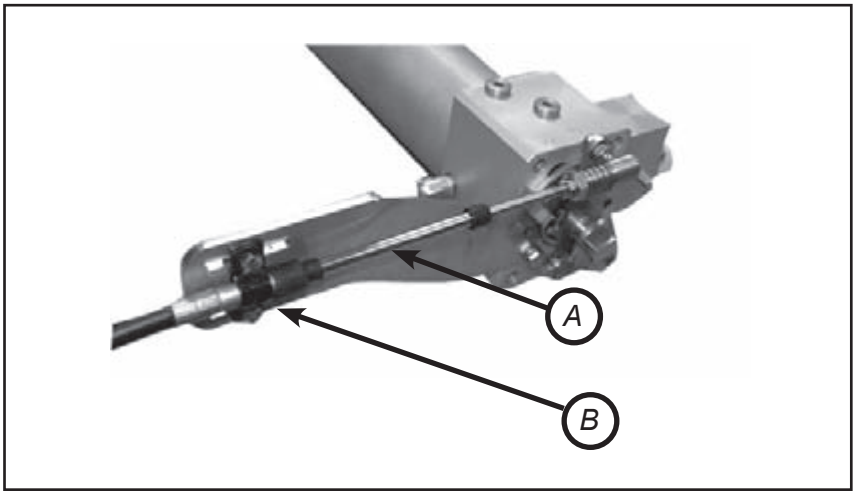

Рис. 3.3.2-1
Реверсивная заслонка управляется механически рис. 3.3.2-1) с помощью кабеля (A), который приводит в действие регулятор клапана (B).
На рис. 3.3.2-2 показана система с подачей охлаждающей воды из движителя (см. след. раздел). Компоненты системы могут выглядеть иначе, в зависимости от производителя судна. Большое значение имеет правильный порядок расположения компонентов. Особенно следует учесть расположение радиатора после фильтра. Система, оборудованная отдельным насосом для сырой воды, состоит из таких же компонентов.
Если в систему необходимо добавить масло, залейте его в резервуар для масла. К крышке резервуара прикреплен щуп с отметками максимального и минимального уровня. См. рис. 3.3.2-2.